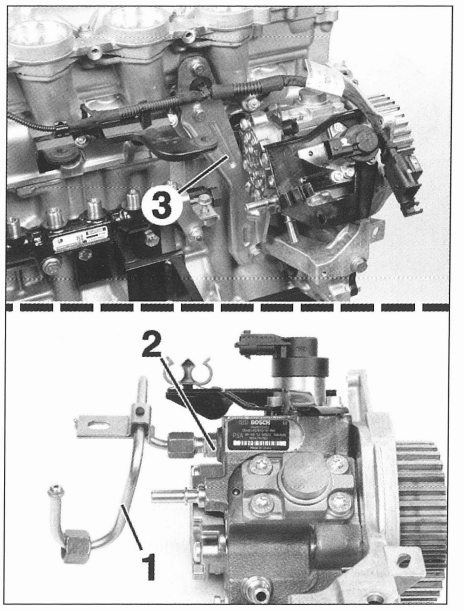
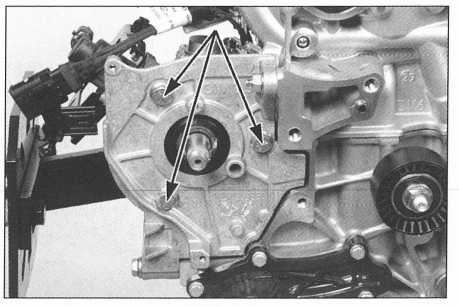

FIG. 27
FIG. 28
- la tubería de alta presión (1) que une la bomba de alta presión a la rampa alta presión aplicando un contrapar en el rácor (2) de la bomba de alta presión **(fig. 27).**
• Desmontar las 3 fijaciones delanteras **(fig. 28),** con el soporte trasero (3) **(fig. 27)** de la bomba, y separar ésta.